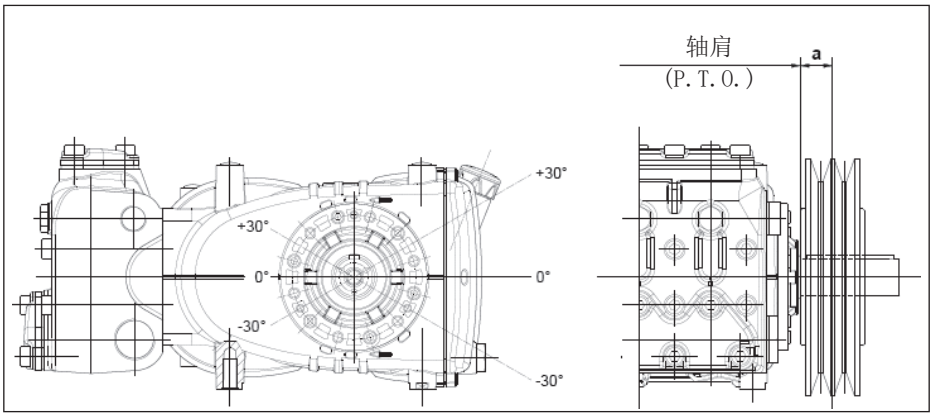

图10
泵轴上的径向载荷不能超过3000 N(布局定义所必须的数值)。只有该载荷作用在距离轴肩(P.T.O.)的一段最大长度a=30 mm时，传动才被视为适当，见图10。
b) 使用高效能皮带 - 例如XPB而不是SPB - 同样的功率传递，使用的皮带数量会相对少，继而相对轴肩(P.T.O.)的距离也会减少。图10的“a”
e) 按照图10指出的方向拉紧皮带，其他需求请联系***技术部***或***售后服务中心***。